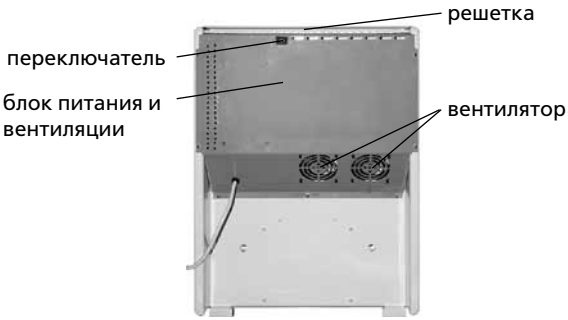

Рисунок 2 — Вид сзади
1.4 В холодильнике предусмотрено принудительное охлаждение радиатора горячего теплообменника вентиляторами (см. рисунок 2) и наличие трех режимов работы.
5.3.3 При обнаружении скопления пыли, загрязнений на защитной решетке вентиляторов блока питания и вентиляции (см. рис. 2) следует вызвать квалифицированного специалиста по ремонту для очистки с целью обеспечения работы прибора в максимально экономичном режиме.